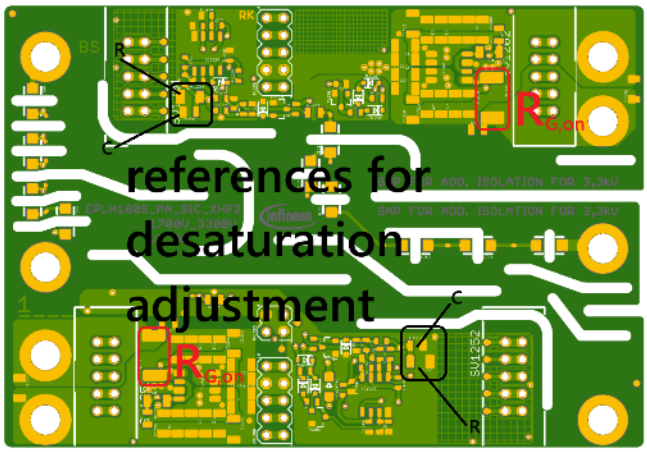

Figure 16 **Layout of the top side of the module adapter with positions of references (R, C) for desaturation adjustment indicated in black rectangles.**
15. If SC protection or DESAT features are required, adjust the desaturation references to match your system requirements. Adjust the capacitors for blanking time and the resistors for turn-off voltage levels (see Figure 16). The details are given in the datasheet for 2ED300C17 (see section 4.6). [1]